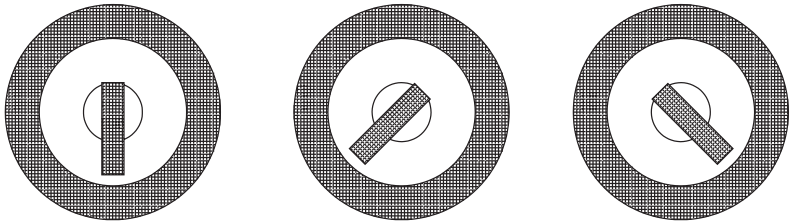

Figure 2-2: *Keylock Positions and Operating Modes*
- When turned to the center position (straight up and down), the unit is in *Normal Mode*, which requires users to enter access codes to enable the copier (Figure 2-2).
- When turned to the left (counter-clockwise), the unit is in *Management Mode*, which allows access to setup and maintenance routines (Figure 2-2).
- When turned to the right (clockwise), the unit is in *Bypass Mode*, which activates the copier and allows copies to be made without entry of access codes (Figure 2-2). (The copier remains enabled until the Accumulator is returned to Normal Mode.)